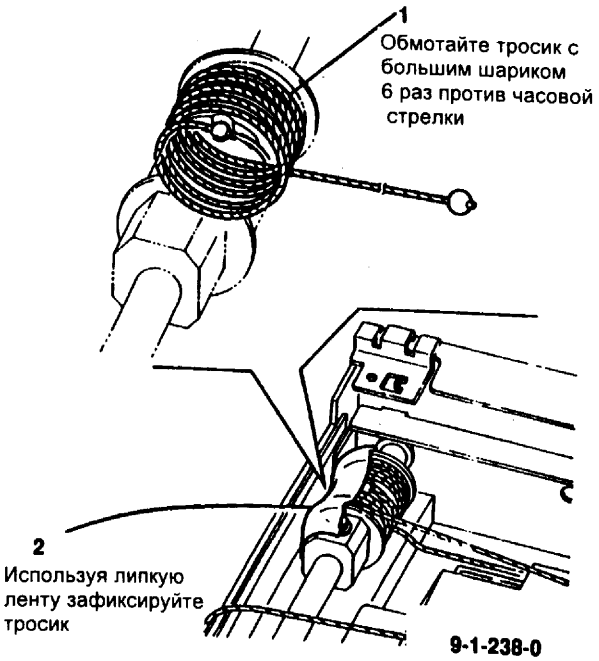

Рис. 7 Намотка и закрепление тросика
6. (Рис. 7) Обмотайте тросик с большим шариком вокруг шкива.